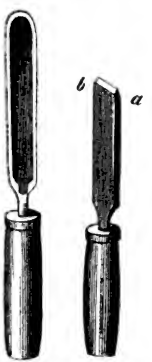

Abb. 2. Abb. 3.
1) ein rinnenförmiger Drehstahl, auch schlechtweg Röhre genannt (Abb. 2). Derselbe dient dazu, die Kanten am Materiale wegzuschaffen, überhaupt aus dem gröbsten zu arbeiten, und ist darum mit dem Schrobhobel des Tischlers zu vergleichen. Doch ist er auch geeignet, Hohlkehlen auszudrehen und ist deshalb in Nummern von verschiedener Weite zu haben; 2) der Meißel (Abb. 3). Er entspricht dem Schlichthobel des Tischlers und schlichtet geradlinige Flächen, doch werden mit demselben auch die runden Stäbe hergestellt. Außerdem hat man noch einen Spitzstahl nötig, um hartes Material bearbeiten zu können. Für Anfänger sind auch solche Drehstähle, welche die Metalldreher brauchen, sehr zweckmäßig, weil dieselben (auch bei Holz) viel sicherer geführt werden können.